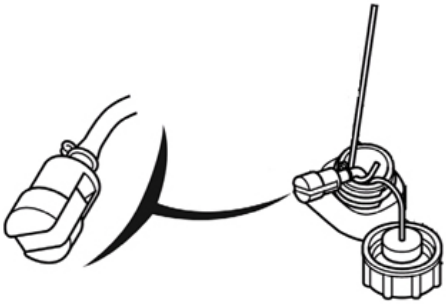

Рис. 10 Извлечение топливного фильтра
3. Зацепите крючком топливный шланг с фильтром и вытяните через заливную горловину (Рис.10).